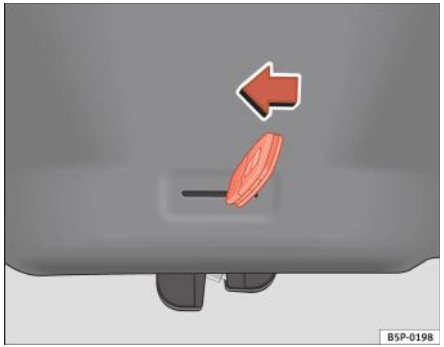

Fig. 67 Hayonul: deschidere de urgență
– Introduceți elementul mecanic al cheii în fantă şi descuiați sistemul de încuiere rotind cheia de la dreapta la stânga, conform indicației săgeții ⇒ fig. 67. ■